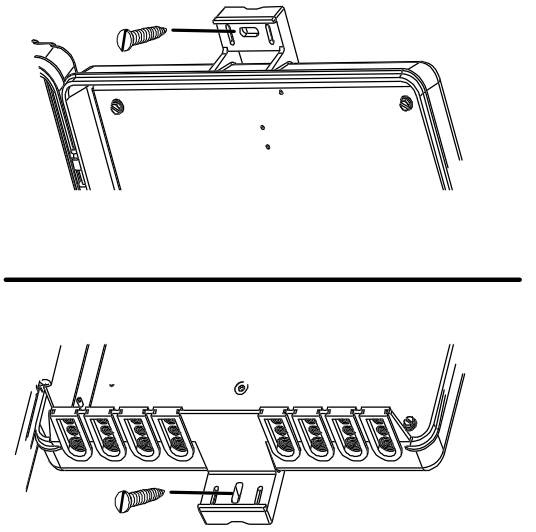

Figure 2
3.2 **Surface Mounting.** The unit may be surface mounted using external mounting ears. Mounting the unit on a flat surface will prevent warping. Use flat washers as shims to square the unit on uneven surfaces. Mount the unit using two (2) screws: one located at the bottom and one at the top (Figure 2).
3.3 Conduit Mounting. The unit may be mounted directly to a vertical section of conduit. Take care to mount the unit in a vertically level position to prevent water from entering. Locate slots in the external mounting tabs on top and bottom of the unit (Figure 2), and use a metal strap to secure the unit to conduit. Do not use the metal strap as a grounding device.